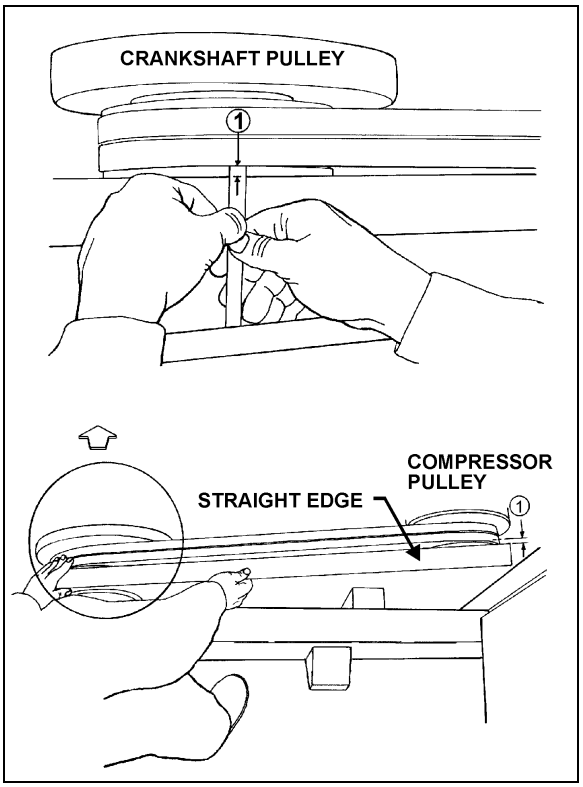

FIGURE 27: COMPRESSOR ALIGNMENT 22040
1. Rest an extremity of a straight edge of approximately 46 inches (117 cm) against the upper part of the outer face of crankshaft pulley, positioning the other end close to the compressor clutch pulley (Figs. 27 & 28).
2. Check the distance between each extremity of straight edge (1, Fig. 27) and the first drive belt. If they are different, loosen the compressor support bolts and with a hammer, knock support to slide it in order to obtain the same distance; then tighten bolts.
2. Check the distance between each extremity of straight edge (1, Fig. 27) and drive belt. If they are different, loosen the pillow block compressor bolts and with a hammer, knock compressor pillow block to slide it, in order to obtain the same distance; then tighten bolts.
Rest a short "angle and level indicator" on the outer side face of the crankshaft pulley, adjust the level indicator inclination at 0° and check if the compressor pulley is at same angle (Figs. 27 & 28). If it is not the same, shim under the appropriate pillow block in order to obtain the correct angle.